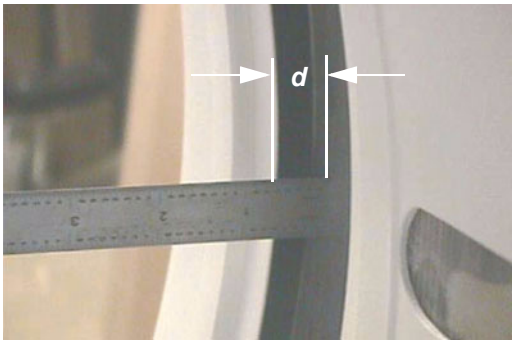

Figure 8-30 Collimator Cover Gap Distance
2.) Using an appropriate (calipers or steel ruler), measure the distance (*d*) in millimeters (mm) from the collimator's surface to the metal scan window rim, on both the front and rear covers. Record measurements. See Figure 8-30.